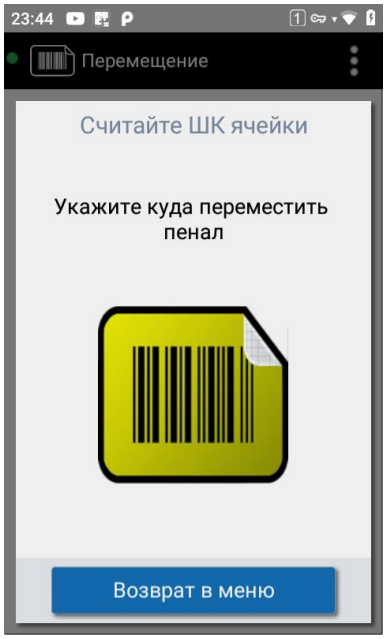

Рисунок 68. Загрузка в инструментальный шкаф
2. Считайте ШК пеналов. Чтобы загрузить пеналы в другую ячейку шкафа, считайте её ШК, затем ШК её пеналов (см. Рисунок 68).